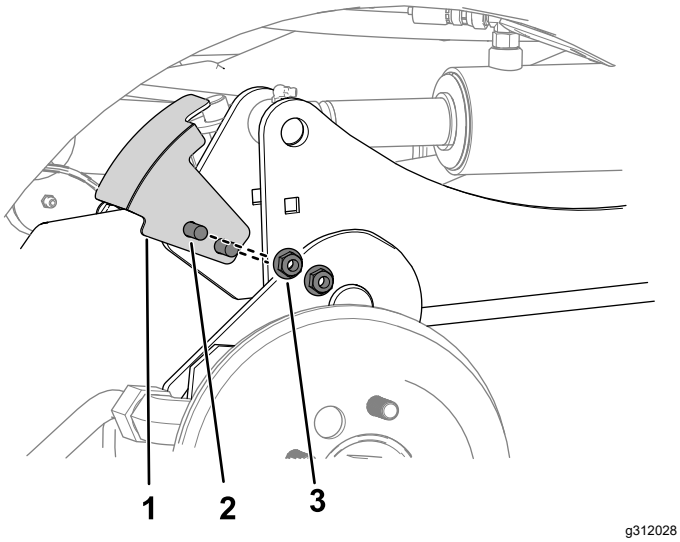

**Figuur 7**
5. Gebruik 2 slotbouten en 2 moeren (⅜") om de sensorbeugel aan de rechter hefarm te bevestigen (Figuur 7).